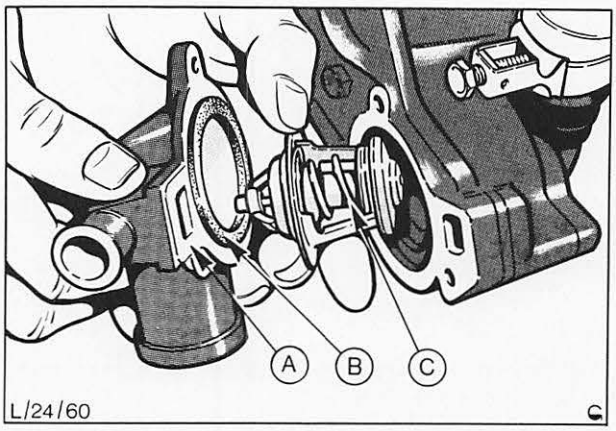

Abb. 72 Thermostat ausbauen
5. Thermostat-Gehäuse und Thermostat nach Entfernen der 3 Schrauben ausbauen (Auffangwanne noch nicht entfernen!), Abb. 72.